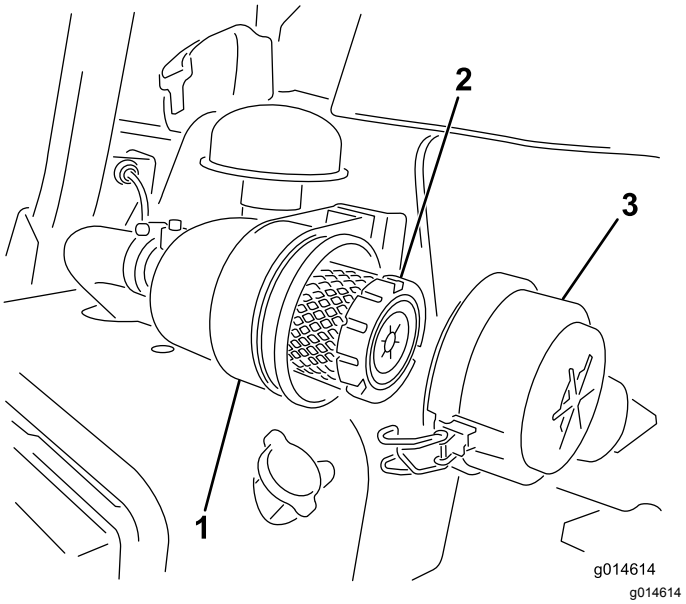

Rysunek 27
1. Zwolnij zaczepy mocujące pokrywę filtra powietrza do obudowy filtra powietrza (Rysunek 27).
7. Zamocuj za pomocą zaczepów (Rysunek 27).